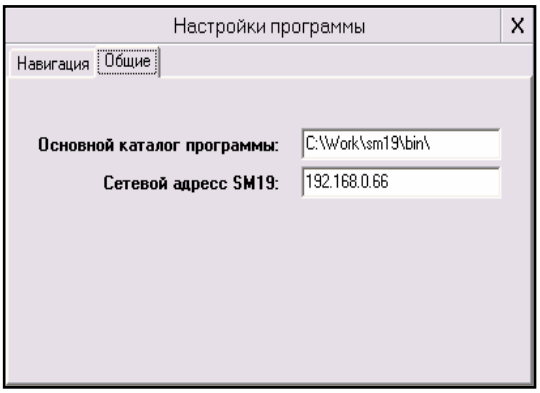

Рис. 4.3
4.3.1 Окно основных настроек (рис. 4.3) может быть вызвано из главного окна нажатием на кнопку «Настройки».